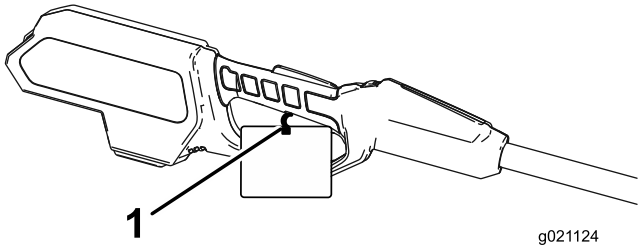

Figur 2
2. Klipp av kabelklämman i riktning bort från kroppen och ta bort klämman från avtryckarens handtag (Figur 2).